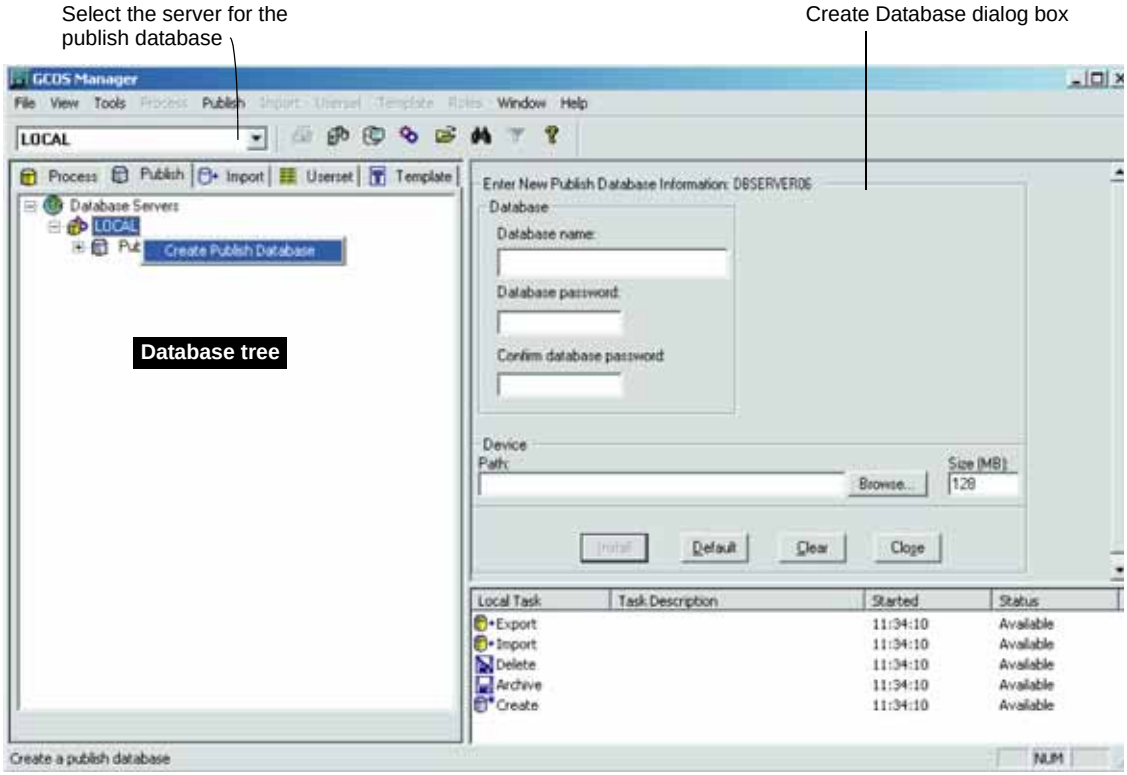

Figure 15.34
1. Select the server where the publish database will reside from the drop-down list on the toolbar **(Figure 15.34)**.
⇒ The Create Database dialog box appears **(Figure 15.34)**.